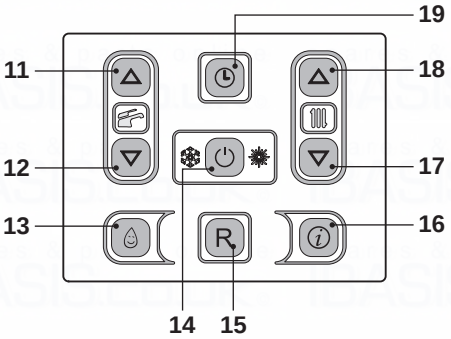
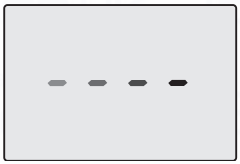

Fig. 2.27
Fig. 2.28
To activate the 3 star preheating function press key 13 (Fig. 2.27) until the following symbol appears on the LCD display (Fig. 2.21).
To disable the 3 star preheating function press key 13 (Fig. 2.27) until the symbol does not disappear from the LCD display .
Press the key for 2 seconds 14 (Fig. 2.27) until the – – – – symbol appears on the display (Fig. 2.28).